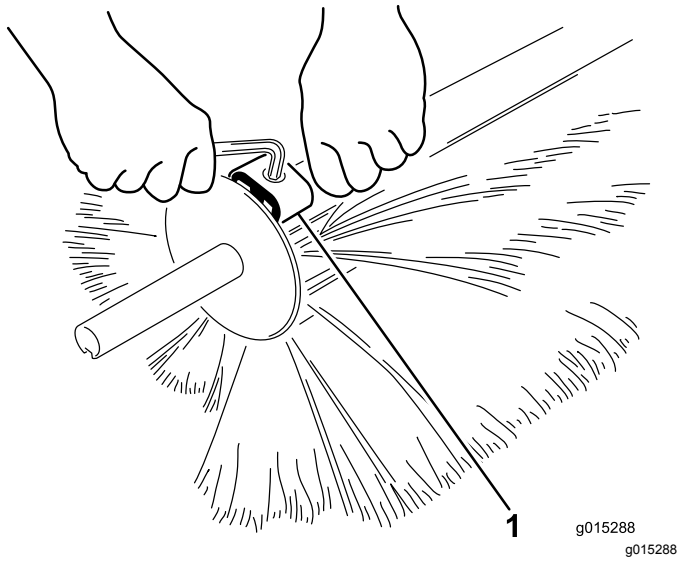

Figuur 29
3. Zet de klemmen los met een inbussleutel en verwijder de klem van de borstelhelft (Figuur 29).